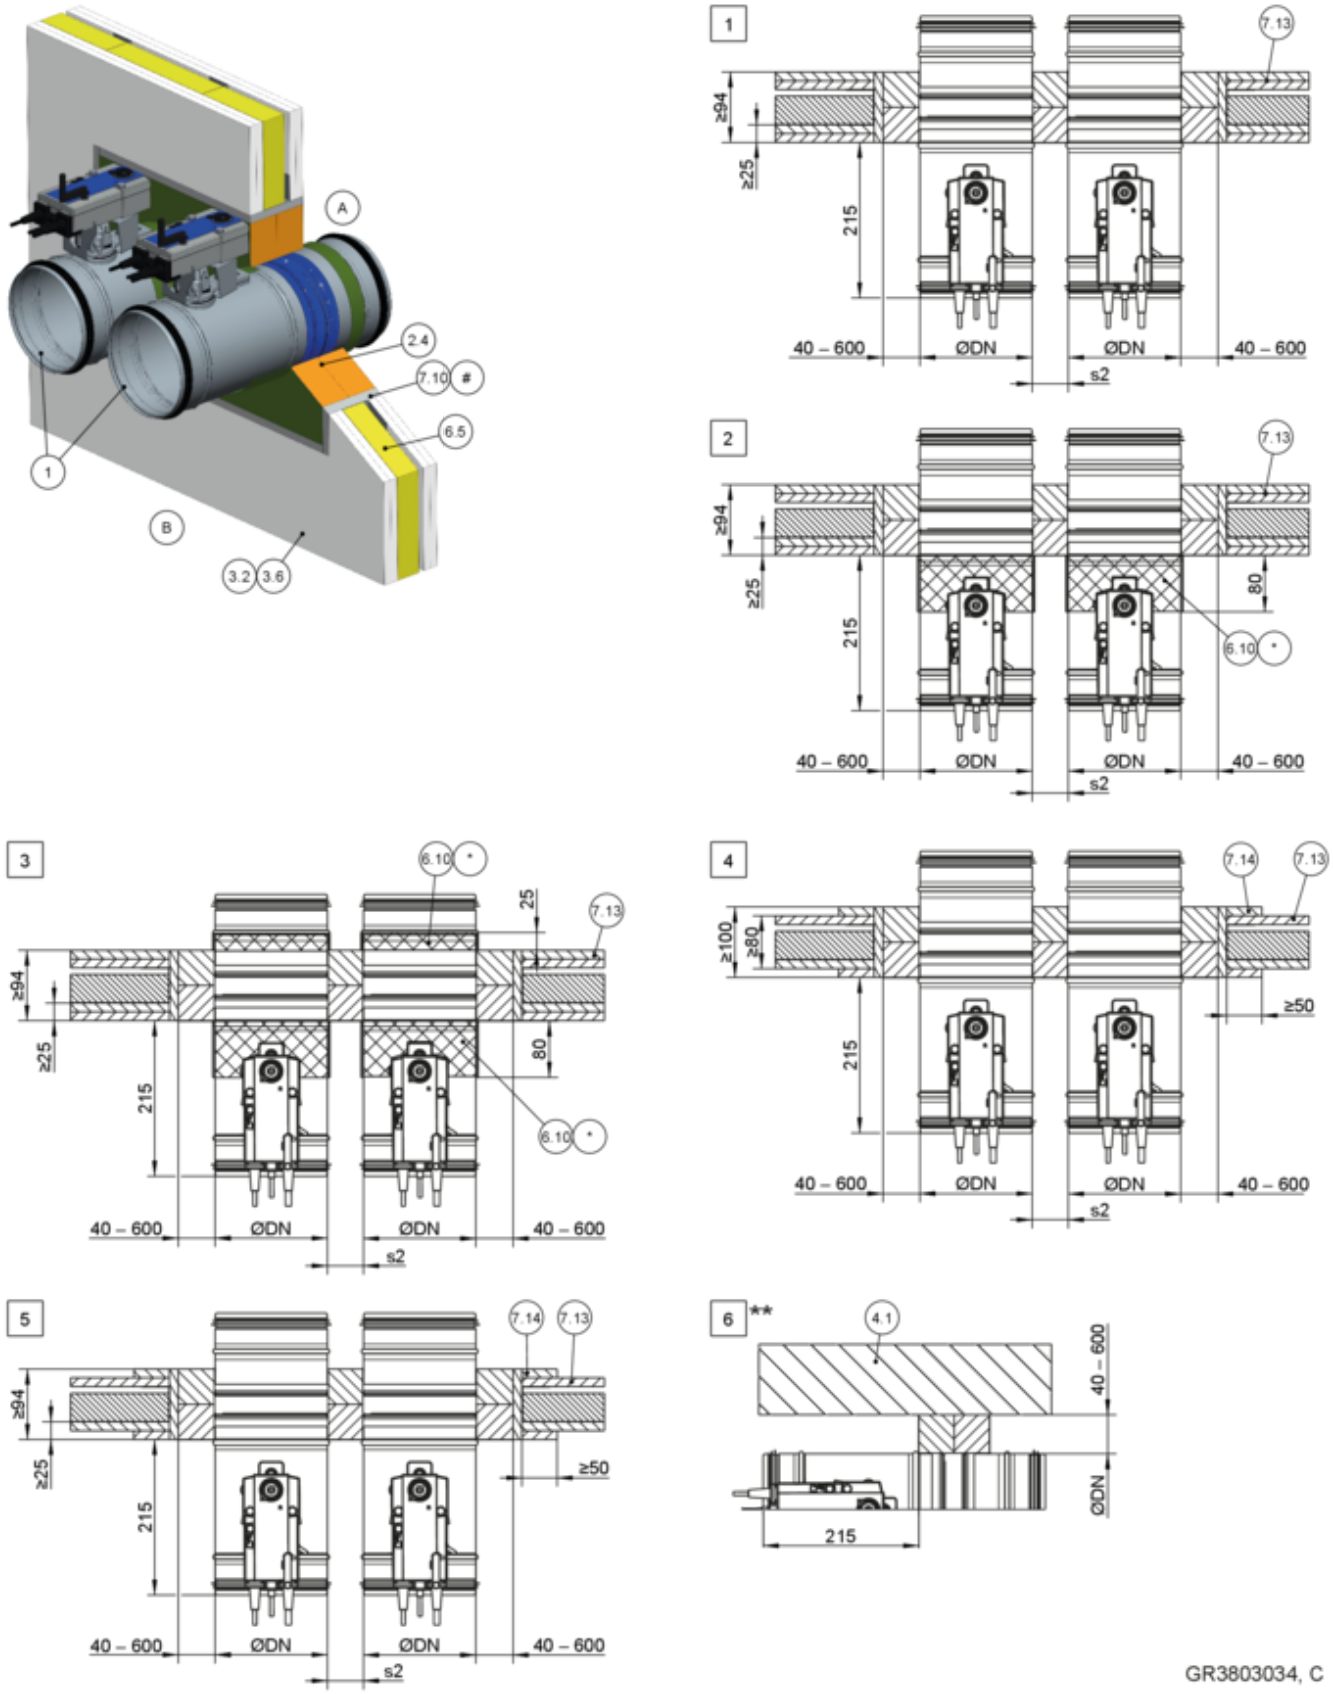

Abb. 98: Trockeneinbau mit Weichschott in Leichtbauwand, "Flansch an Flansch", gezeichnet nebeneinander (gilt auch für Anordnung untereinander)
7.10#	Laibung bei W ≤ 100 mm wahlweise, bei W > 100 mm doppellagig (2 × 12,5 mm), siehe auch Abb. 98
bei W > 100 mm doppellagig (2 × 12,5 mm), siehe auch Abb. 98